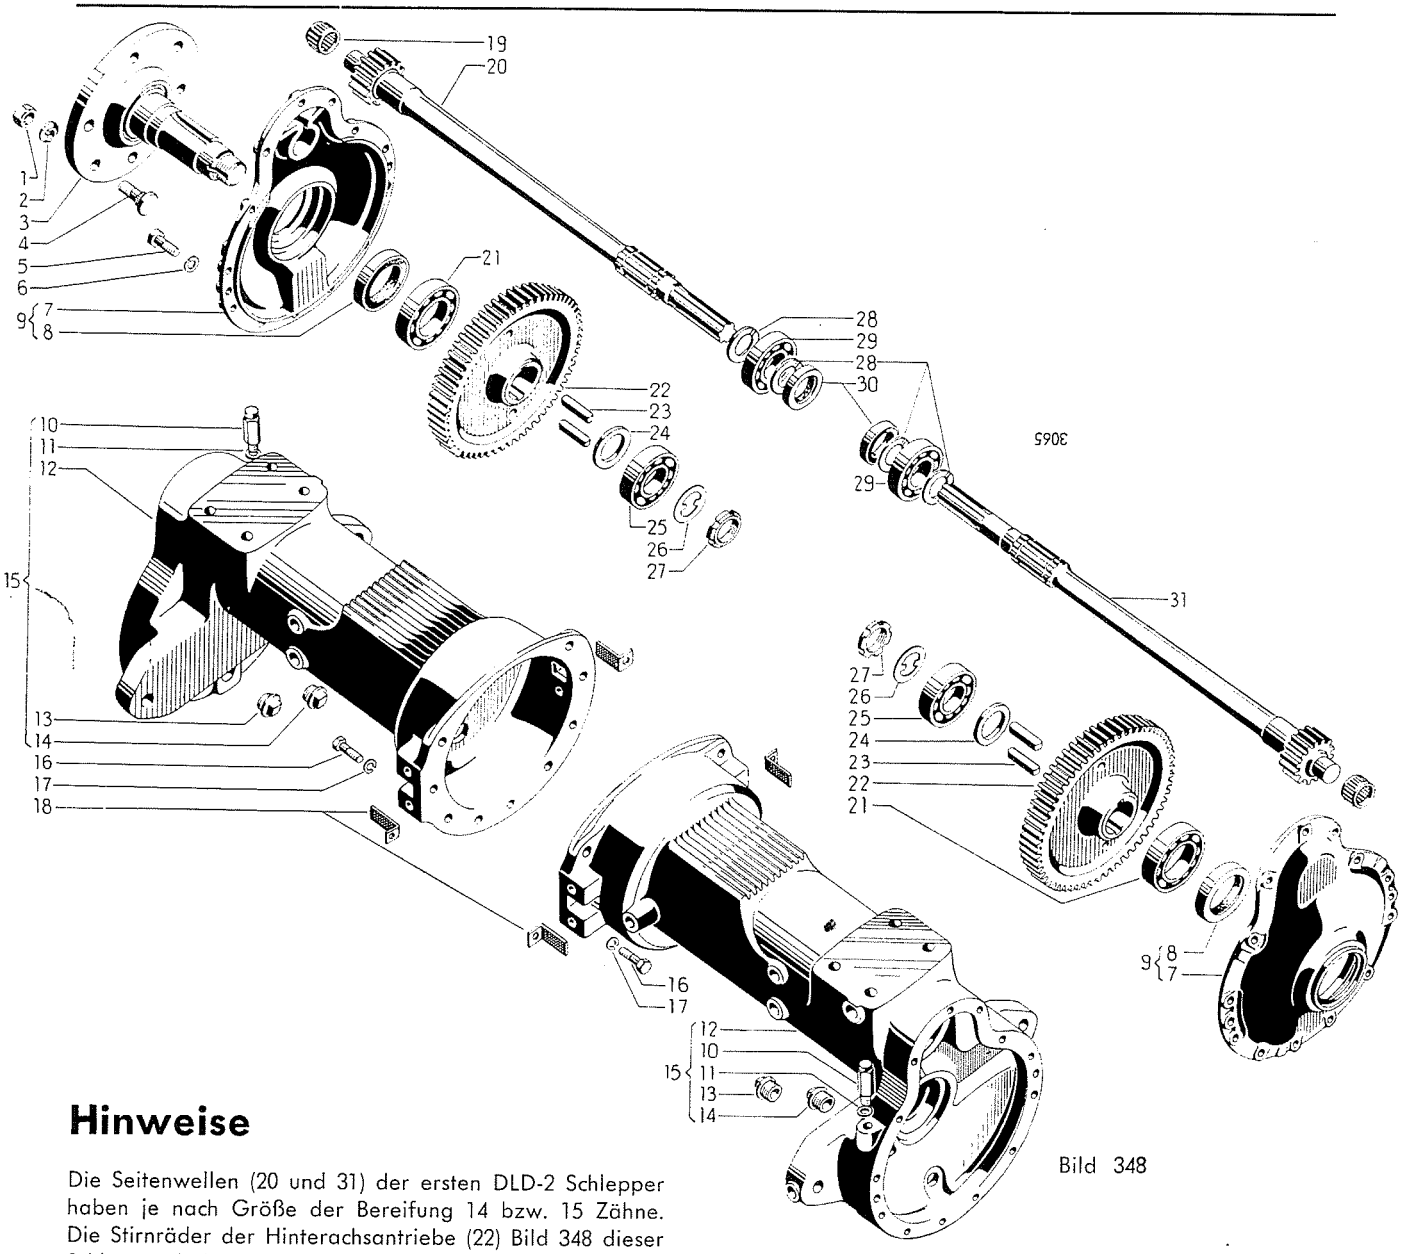

Bild 348
Die Seitenwellen (20 und 31) der ersten DLD-2 Schlepper haben je nach Größe der Bereifung 14 bzw. 15 Zähne. Die Stirnräder der Hinterachsantriebe (22) Bild 348 dieser Schlepper haben aus dem gleichen Grunde 61 bzw. 62 Zähne.